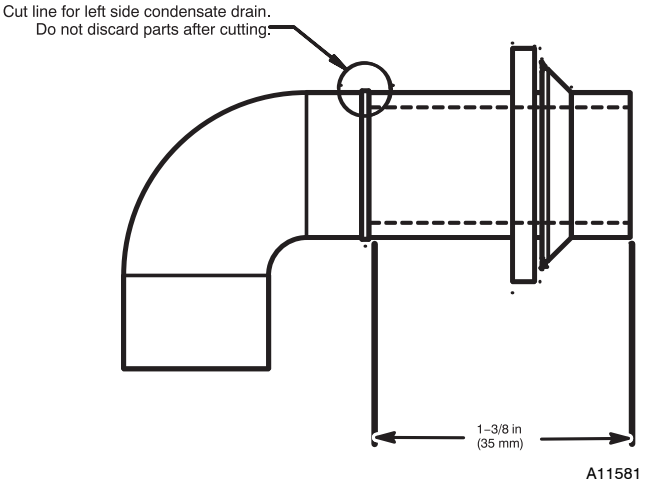

Fig. 13 - Modify Rubber Drain Elbow
3. The Z-pipe is connected to the condensate trap and the outside of the furnace by modifying the formed rubber drain elbow as shown in Fig. 13.
4. Remove the formed grommet from the rubber drain elbow by cutting the elbow along the vertical line located about 1-3/8 in. (35 mm) away from the formed grommet. See Fig. 13. **DO NOT DISCARD THE FORMED GROMMET OR THE RUBBER ELBOW**. Both of these pieces will be used.
TIP FROM CONTRACTORS: When installing the furnace horizontally, use the entire drain elbow (that is, do NOT cut as shown in Fig. 13 to connect the trap to the drain line. This helps to prevent bumps and shocks to the drain line from damaging the furnace drain trap. Avoid misalignment of the drain pipe which may cause kinks in the elbow.